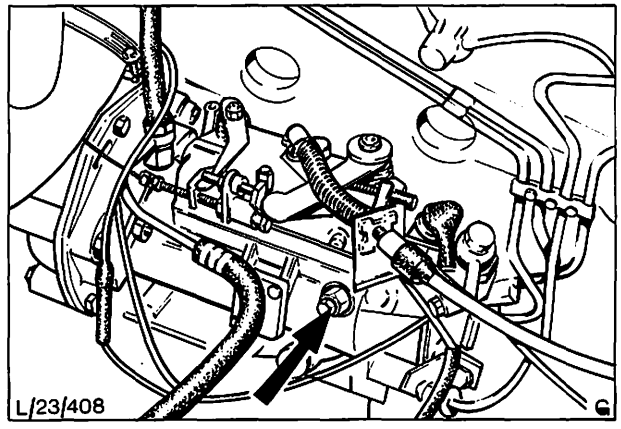

Abb. 48 Einspritzpumpen-Entlüftungsschraube
36. Kraftstoffsystem entlüften (in Vorgang 23-142 beschrieben, Abb. 48).